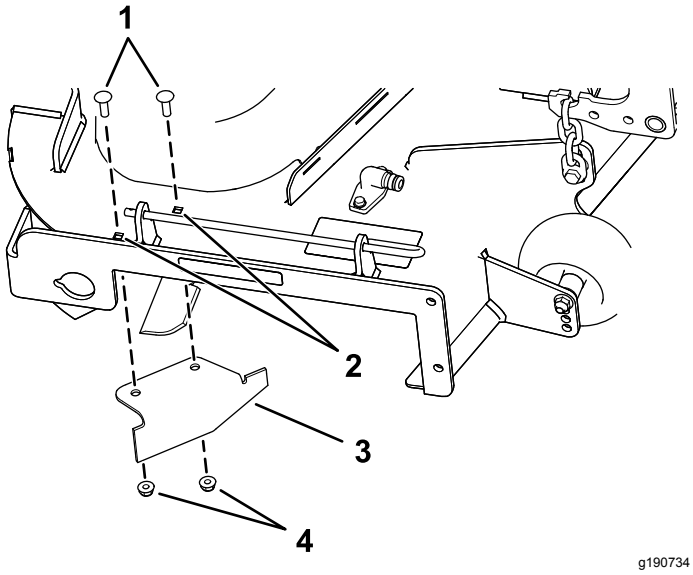

Figur 15
9. Finn kantskjermen i monteringssettposen, og fjern festene i de bakre hullene på utslippsplaten (Figur 15).